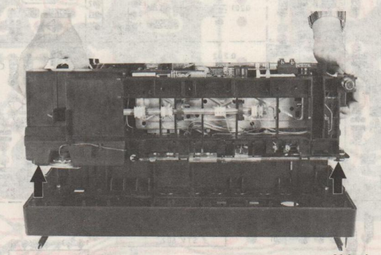

Abb. 1
4. Chassis aus dem Gehäusevorderteil nehmen (Abb. 1)